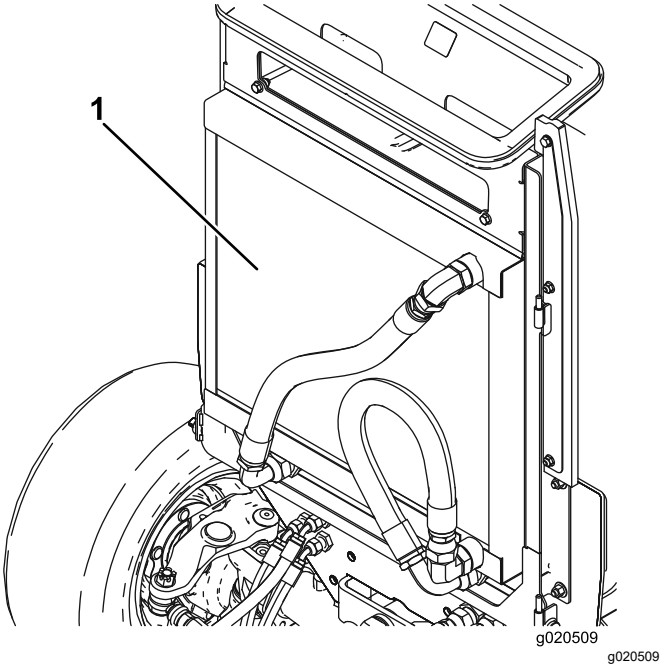

**Figuur 118**
5. Reinig beide zijden van de oliekoeler en de radiateur grondig met perslucht (Figuur 118).